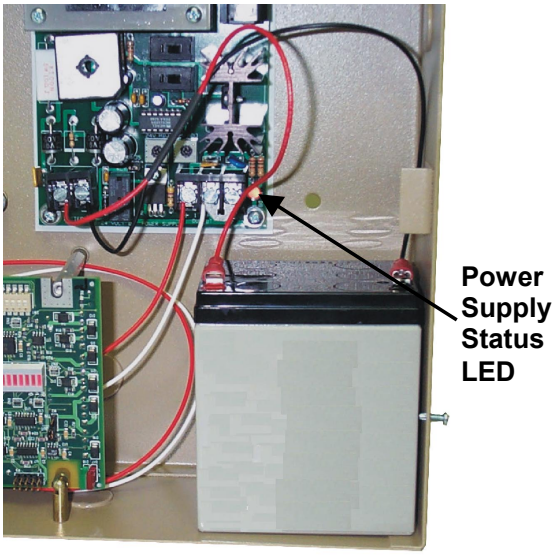

Figure 22: Battery Placement in EMC Cabinet
3. **Place the battery inside the cabinet in the lower-right corner** (as seen in Figure 22).